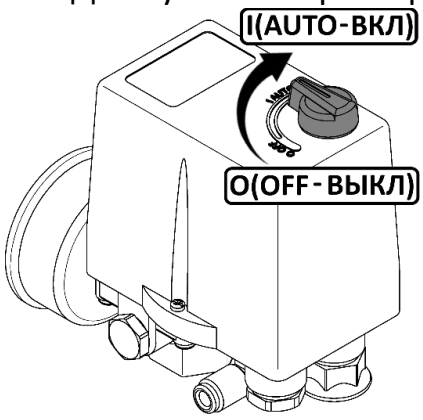

Рисунок 3
- Проверьте, чтобы выключатель на прессостате находился в выключенном положении **"O"** или **"OFF"**, в зависимости от исполнения (рис. 3).